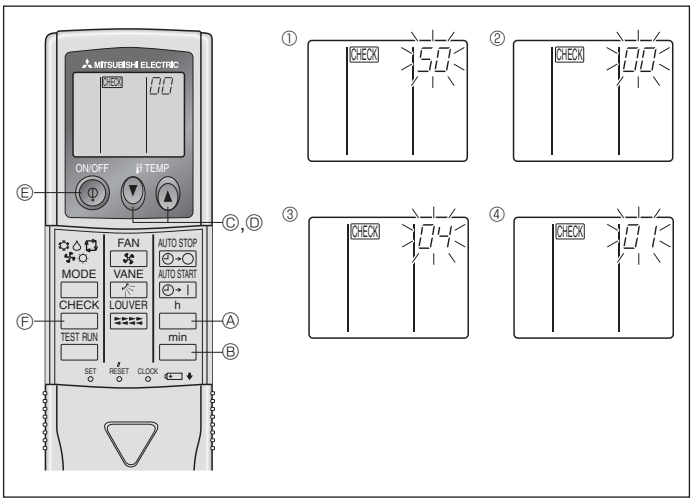

Fig. 6-11
⑧ Press the MODE button Ⓔ and mode and the setting number (Ⅰ) and (Ⅱ) will change to being on constantly and the contents of the setting can be confirmed.
⑨ Press the FILTER Ⓐ and TEST RUN Ⓑ buttons simultaneously for at least two seconds. The function selection screen will disappear momentarily and the air conditioner OFF display will appear.
2) For IR wireless remote controller (Fig. 6-11)